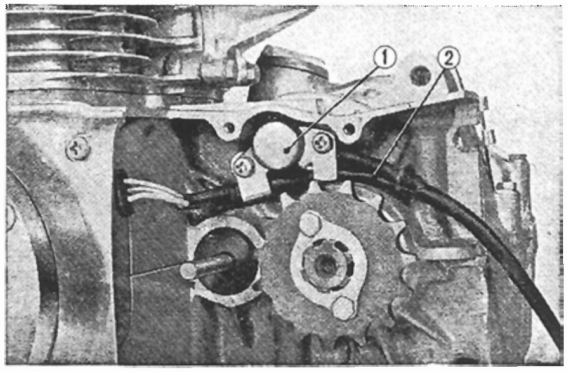

Fig. 3.89 Neutral switch and generator cord clamp
1. Remove the neutral switch. **(Fig. 3.89)**